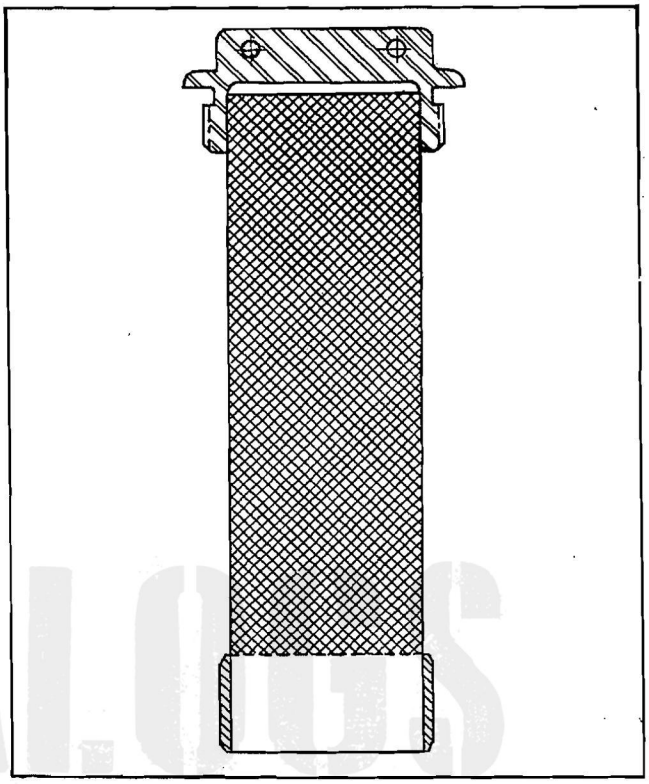

Figure 48—Sump Plug
g. Remove all ignition cable piercing screws in both distributor blocks, and withdraw both distributor blocks from the ignition cables. Refer to Figure 48.